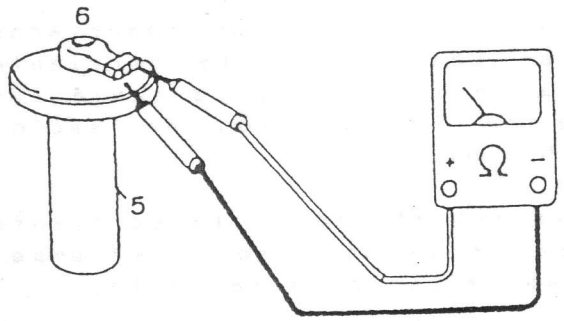
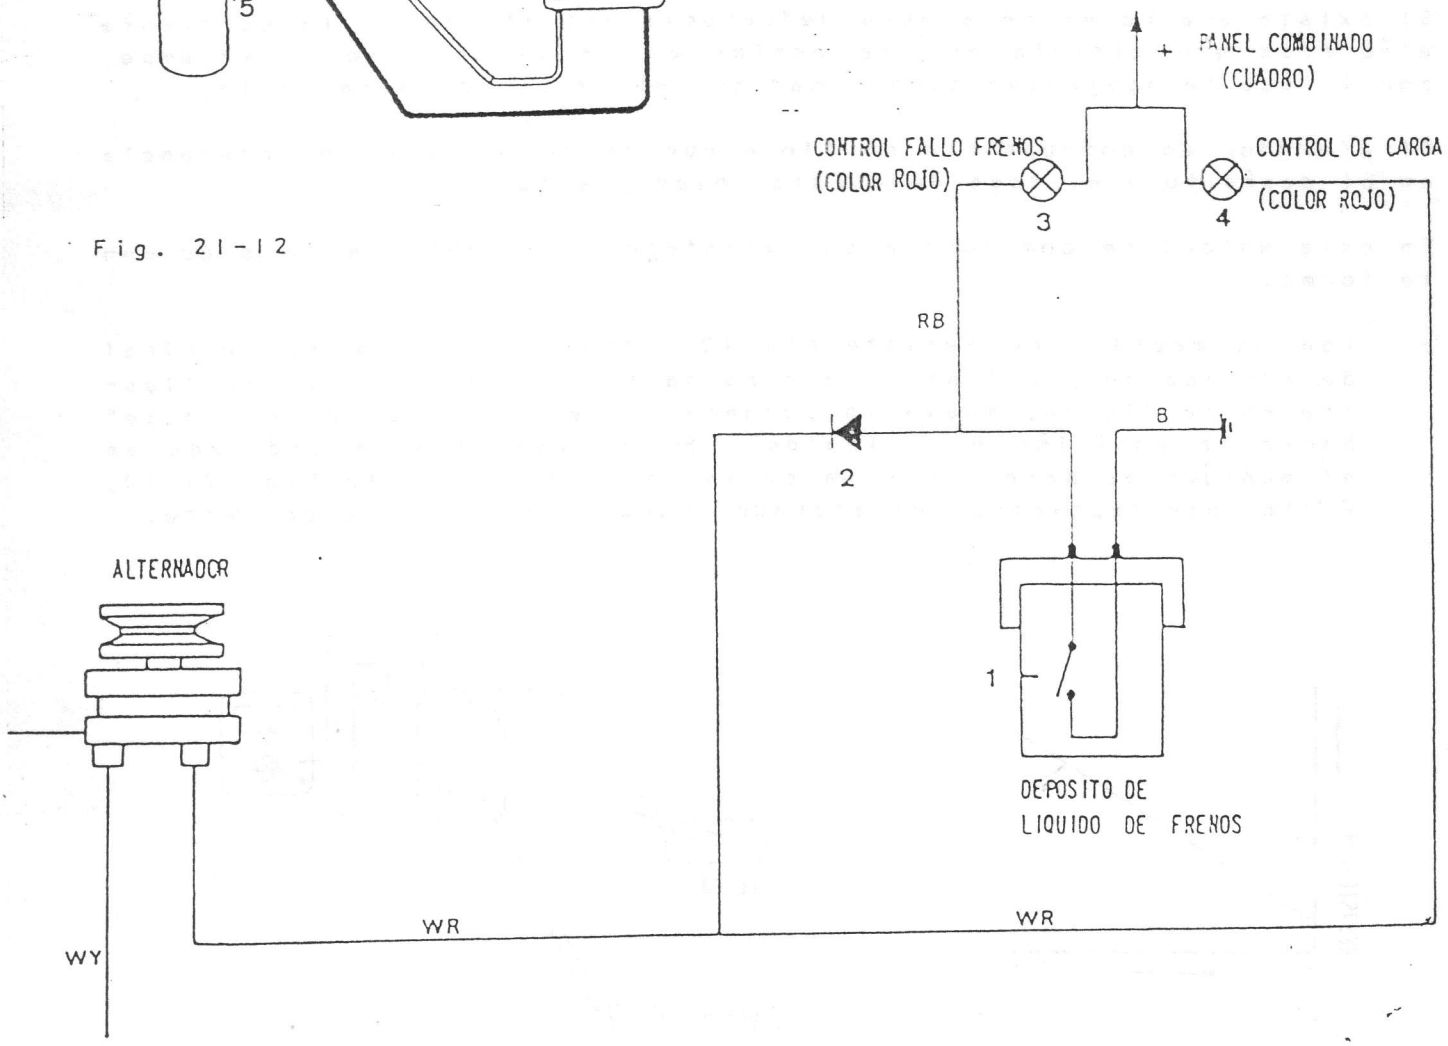

Fig. 21-12
Fig. 21-13
En el tapón del depósito de líquido, (Fig. 21-12) se encuentra situado un flotador (5) y un interruptor (6). Cuando baja el nivel al punto mínimo, cierra el interruptor (6) dando paso de corriente a la lámpara de control (3) (Fig. 21-13).